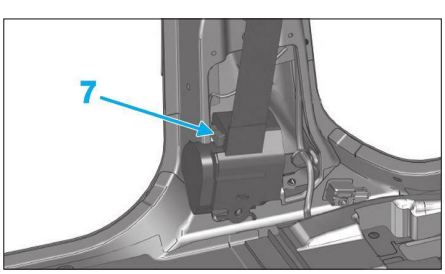

Fig. 24
• Débrancher le connecteur (7) **(Fig.24)**.